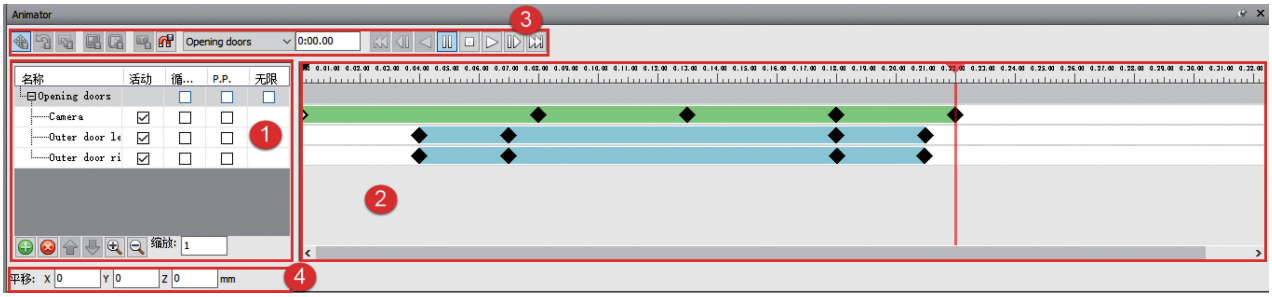

图 7-2
在【常用】选项卡的【工具】面板中单击【Animator】动画制作工具按钮，打开动画制作工具窗口，如图 7-2 所示。【Animator】窗口中主要有 4 个区域。
**1. 树视图**（图 7-2 中的①号位置）
### 2. 时间轴视图（图 7-2 中的②号位置）
### 3. 工具栏（图 7-2 中的③号位置）
#### 4. 手动输入栏（图 7-2 中的④号位置）